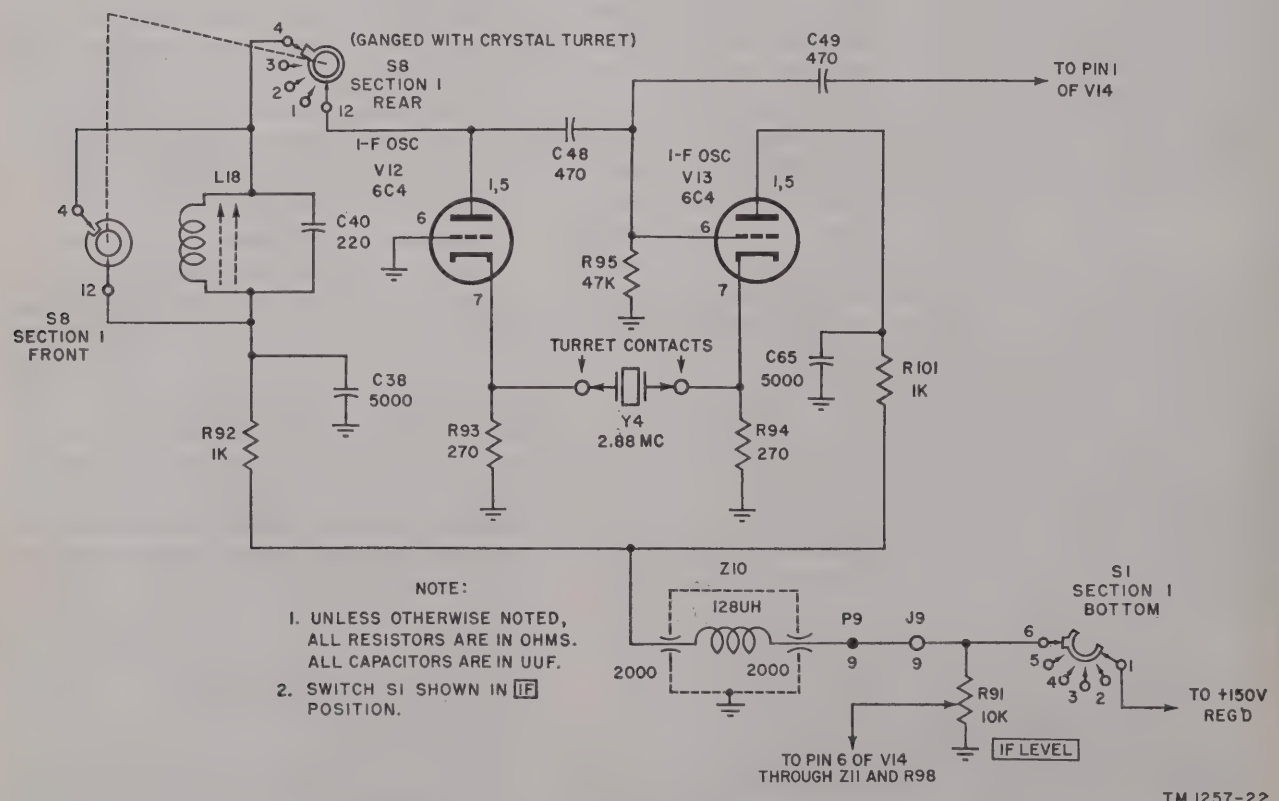

Figure 25. I-f oscillator stages, simplified schematic.
(fig. 25)
The i-f oscillator consists of a two-tube, cathode-coupled crystal oscillator circuit, similar to the calibration oscillator circuit, and uses two triode-type 6C4 tubes (V12 and V13). Figure 25 shows a simplified schematic diagram of the i-f oscillator stages; however, it shows one crystal and one tuned circuit. There are nine frequencies available in the unit, but for the explanation of the circuit, all positions of the switch are considered to operate in the same manner. Any crystals in the 1- to 20-mc range can be used in the spare turret spaces. Installation of crystals in the spare positions is described in *c* below.
a. Tube V12 is connected with the grid grounded and with a tuned circuit for the plate load. In the diagram (fig. 25), the tuned circuit in the plate consists of coil L18 and capacitor C40. This stage is coupled to the following stage V13 by capacitor C48. Tube V13 uses a cathode-follower circuit. Resistor R101 is a current limiting resistor in the B+ circuit. The plate of V13 is bypassed directly to ground for r-f by capacitor C65. Whenever a signal is impressed across grid resistor R95, a signal of the same polarity appears across cathode resistor R94. With the two cathodes coupled by means of a series-resonant crystal, feedback can be supplied to the first stage where it will appear across cathode resistor R93. Feedback can occur only at the resonant frequency of the crystal, because at that frequency the crystal impedance is very low; therefore, the coupling is high. At any other frequency, the crystal will act as a high impedance and will not transmit the feedback voltage. Since the grid of the first stage is grounded, the feedback voltage appears 180° out of phase between the cathode and grid to sustain oscillations. Both plate circuits of tubes V12 and V13 have separate decoupling networks. Capacitor C38 and resistor R92 filter r-f for V12 and capacitor C65, and resistor R101 filters r-f for V13. The tubes are fed from a common regulated B+ supply. To prevent i-f signals from leaking through the B+ circuits, a cartridge-type L-C (inductance-capacitance) pi-filter (Z10) is used at the assembly wall. The B+ voltage is obtained from voltage regulator V11 which helps to stabilize the oscillator circuit. The i-f oscillator circuit operates only when OPERATION switch S1 is in the IF position.